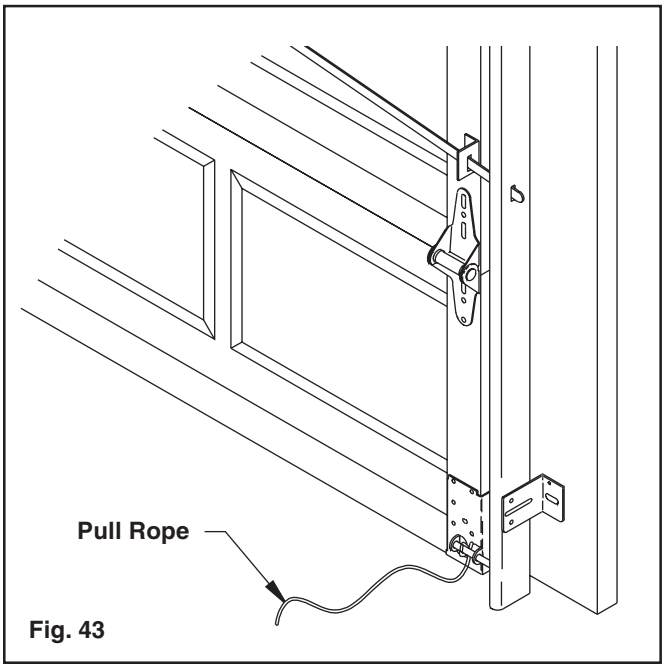

Fig. 43
**Step 11:** To complete the door section installation, tie the pull rope provided to the bottom roller shaft. (FIG. 43)